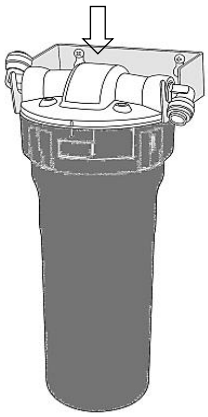

FIG 3B
7. Suspendez l'unité du filtrage dans le support **avec le bouton d'aération à l'arrière** (figure 3B).